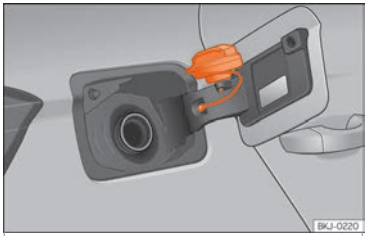

Fig. 192 Tampa do depósito com o tampão encaixado.
- Coloque-a no espaço existente na dobradiça da tampa aberta ››› Fig. 192.